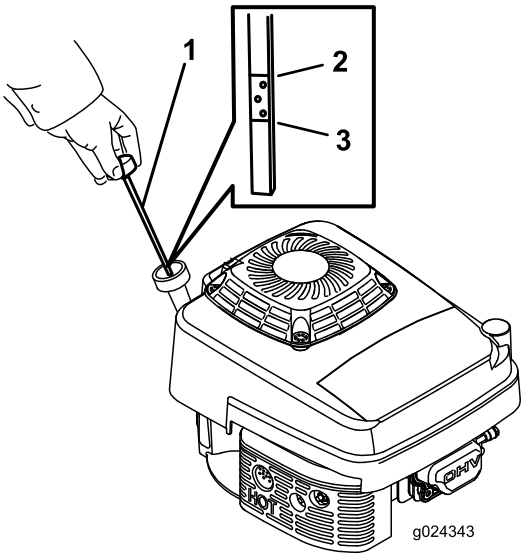

Figur 8
Kontrollera att oljenivån ligger mellan påfyllningsmärket och fullmarkeringen på oljestickan varje gång innan gräsklipparen används (Figur 8).
2. Gör rent runt oljestickan (Figur 8).